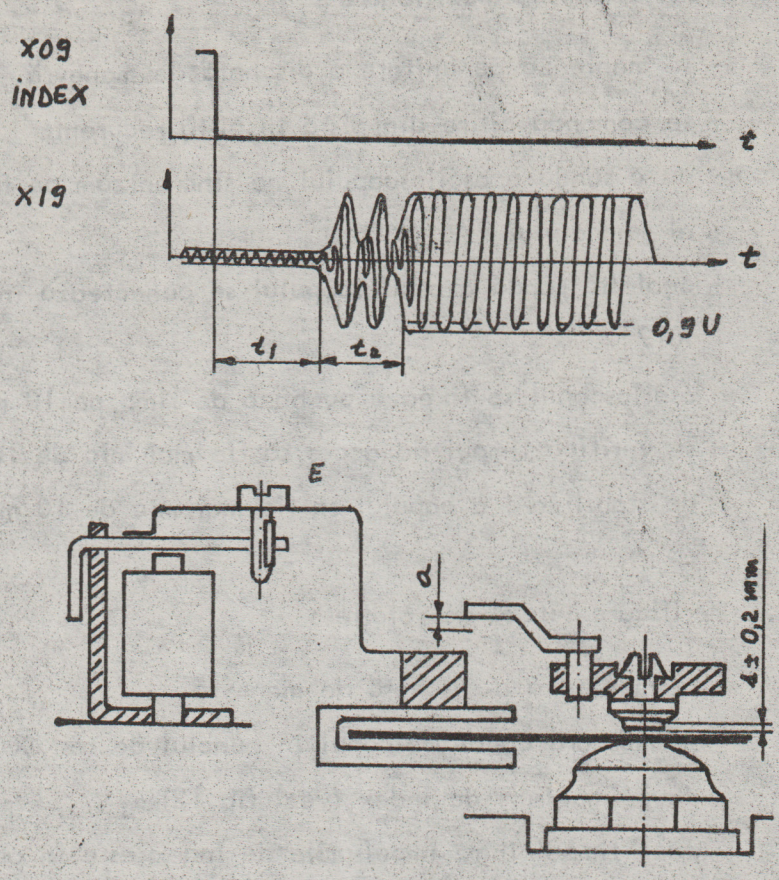

Fig.10. Reglaj încărcare cap.
- dacă intervalul de stabilizare al semnalului este mai mare se reglează armătura releului cu ajutorul şurubului de reglaj E (fig.10). Dacă reglajul nu se poate efectua se îndoaie cu ajutorul unui cleşte, astfel încît cursa armăturii electromagnetului să fie mai mică, urmînd ca reglajul să se efectueze din şurubul de reglare E.